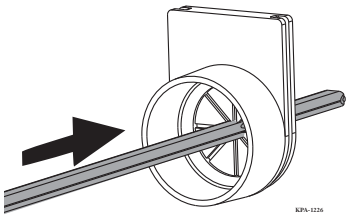

Figura 1 — Introduzca el cable de derivación por el pasacables
Paso 2: Haga un corte en el ojal de entrada en el NID. Presione el cable de derivación hacia dentro de la apertura del pasacables(Figura 1).